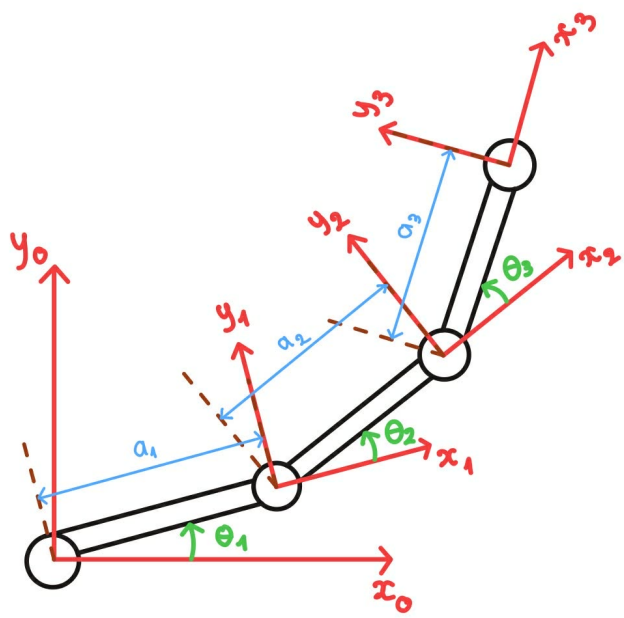

Figure 1: Visualization of the 3-DOF planar robot model
In this laboratory experiment, a 3-DOF planar robot with three revolute joints is used. The robot model, including its coordinate frames and Denavit–Hartenberg (DH) parameters, is illustrated in Fig. 1.